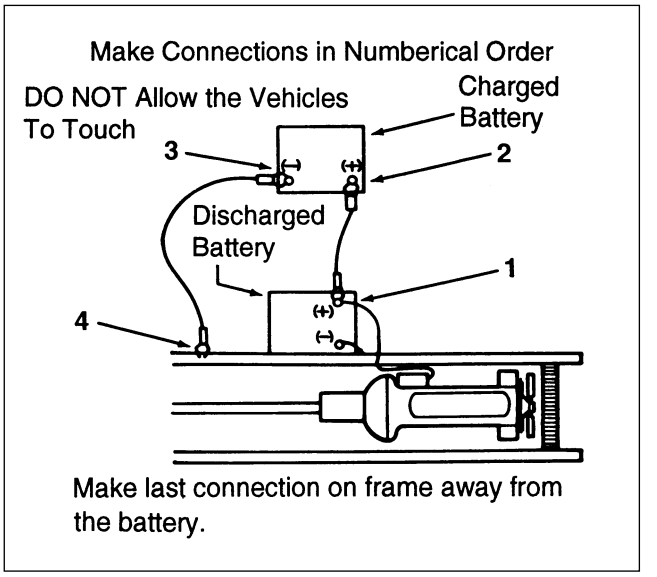

Figure 9. Jump Starting Diagram
3. Make sure the cable clamps do not touch any other metal parts. Clamp one end of the first booster cable to the positive "+"terminal on one battery, and the other end to the positive terminal on the other battery. Never connect "+" to "–" (figure 9).